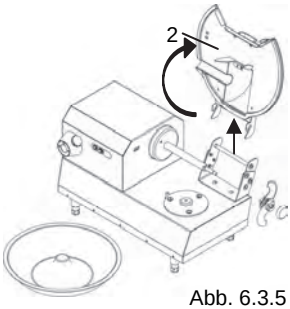

Abb. 6.3.5
- Nun ergibt sich eine glatte Oberfläche, die leicht zu reinigen ist Abb. 6.3.5.